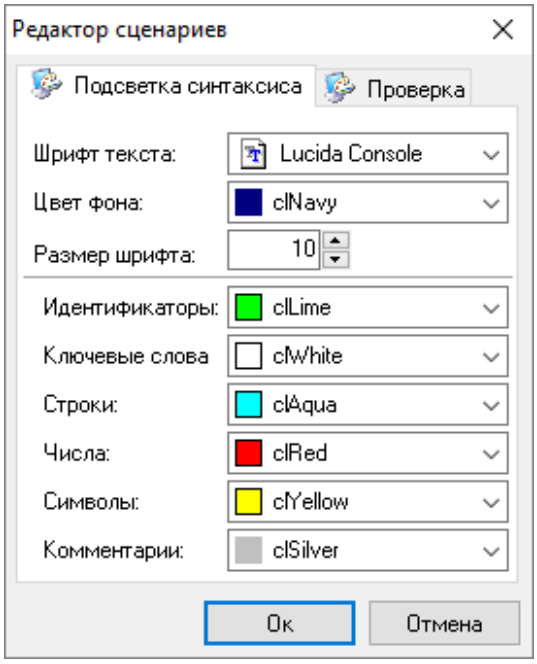

Рисунок 6-604 Редактор сценариев, вкладка "Подсветка синтаксиса"
Выберите в контекстном меню программы сценария команду «Параметры…», если необходимо открыть редактор сценариев (см. Рисунок 6-604), в котором:
- на вкладке ***«Подсветка синтаксиса»*** (см. Рисунок 6-604) осуществляется настройка отображения текста сценария управления в области ввода или области отображения программного кода сценария, а именно осуществляется выбор шрифта текста, цвета фона, размера шрифта, а также цвета для разных элементов программного кода – идентификаторов, ключевых слов, строк, чисел, символов и комментариев;